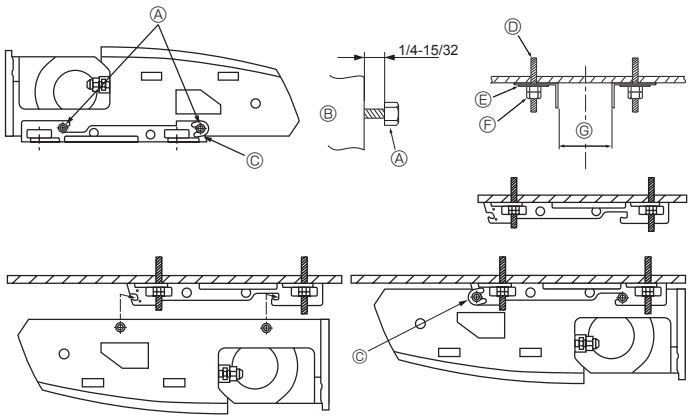

Fig. 3-7
2) Instalación en el techo, en primer lugar, del soporte de suspensión (Fig. 3-7)